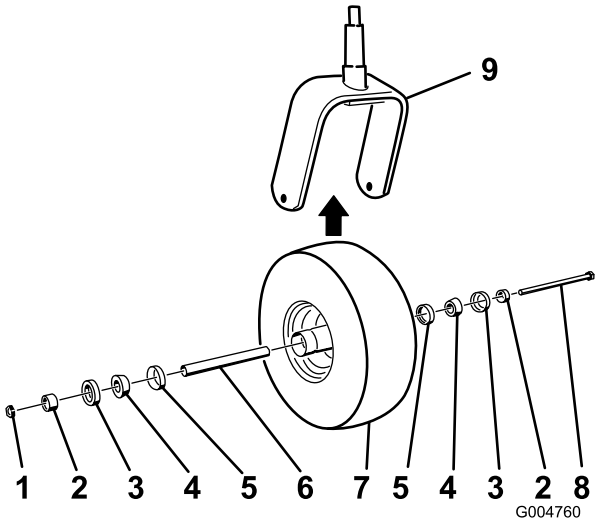

Rysunek 48
2. Odkręć przeciwnakrętkę ze śruby mocującej zespół koła samonastawnego między widełkami koła samonastawnego (Rysunek 48).
5. Zamontuj koło samonastawne, wciskając łożyska stożkowe i uszczelki wypełnione smarem do piasty koła ustawionej w sposób pokazany na Rysunek 48.